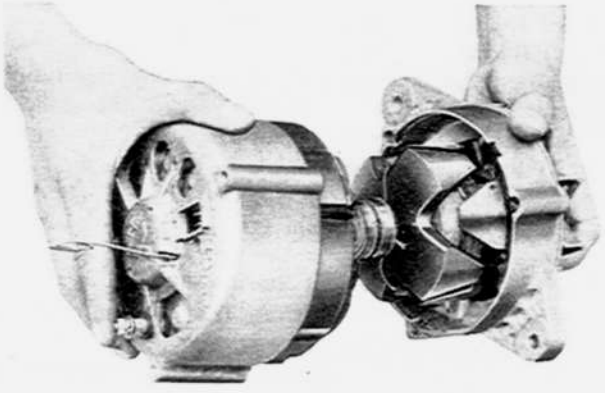

Fig. 5–14 Installing of rotor assembly
1. When installing the rotor assembly to the rear housing and stator assembly, hold the brushes in position by inserting a piece of stiff wire into the hole of the brush through the rear housing as shown in Fig. 5–14.